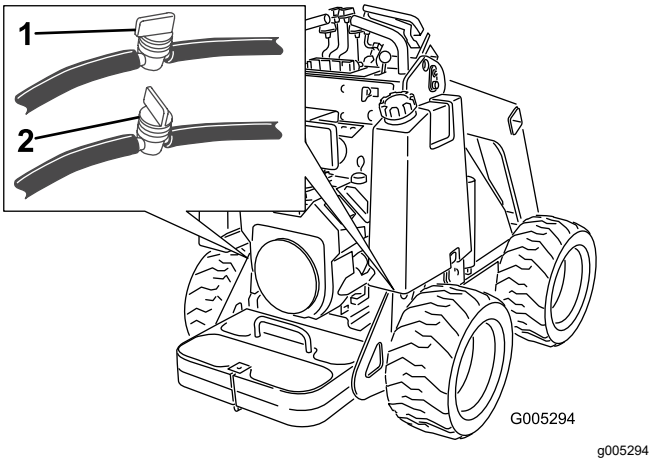

Figuur 32
2. Sluit de brandstofklep onderaan elke brandstoftank (Figuur 32).
3. Sluit de brandstofklep in de slang onderaan de brandstoftank(s) zoals getoond in Figuur 32.
8. Open de brandstofklep(pen) in de slang(en) onderaan de brandstoftank(s) zoals getoond in Figuur 32.